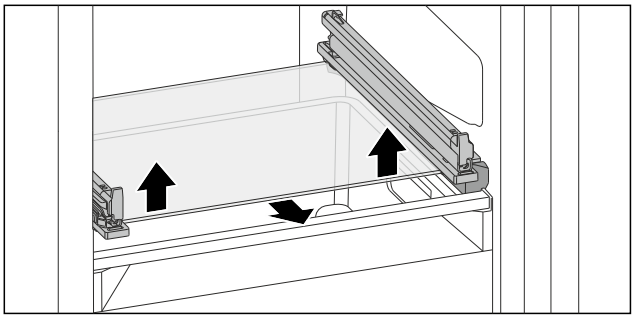

Fig. 177 A lebillenthető fiók üveglapja
▶ Tolja alulról felfelé az üveglapot mindkét oldalon. (lásd Fig. 177)